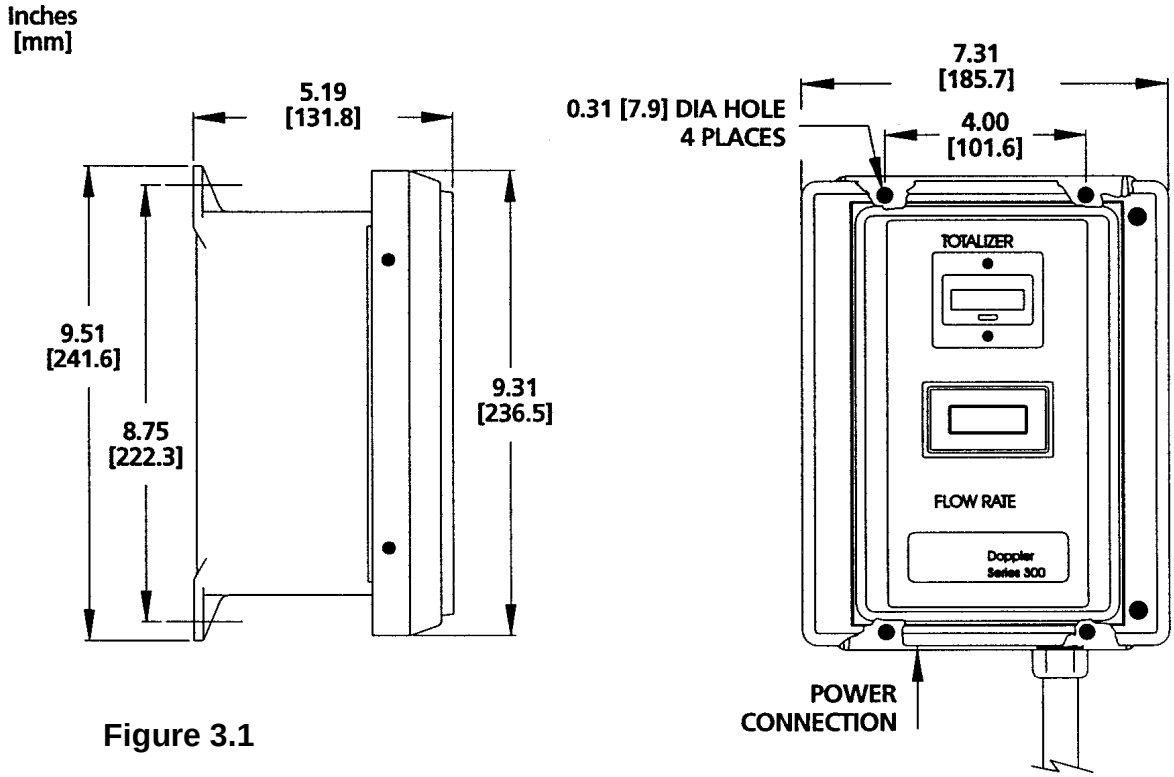

Figure 3.1
3. Mounting: Refer to **Figure 3.1** for enclosure and mounting dimension details. Ensure that enough room is available to allow for door swing, maintenance and conduit entrances. Secure the enclosure to a flat surface with four appropriate fasteners.